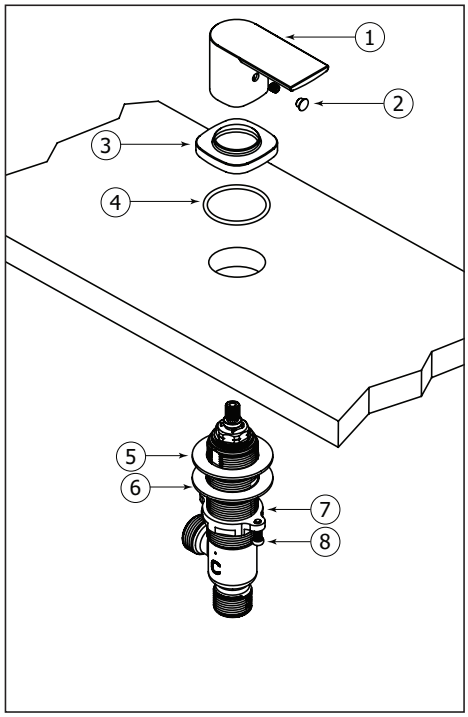

Fig.2
A) Insert the cold water valve (5) and bottom tie-down kit (6, 7 & 8) from underneath the deck and secure the handle base (3) with rubber (4). Repeat this step with the hot water valve.
B) Afterwards, if needed (see Fig.2), tighten bottom tie-down kit (6,7& 8). Install both hot and cold water handles (1) onto the valves and secure them with set screw (2).
A) Insérer la valve d'eau froide (5) et les pièces d'assemblage du bas (6, 7 & 8) par en dessous de la surface et les fixer à l'aide de la base de la poignée (3&4). Répéter cette étape avec la valve d'eau chaude.
B) Ensuite, au besoin (Fig.2), serrer l'écrou en plastique (6,7&8). Installer les poignées d'eau chaude et froide (1) sur les valves et les fixer avec les vis de retenue (2).